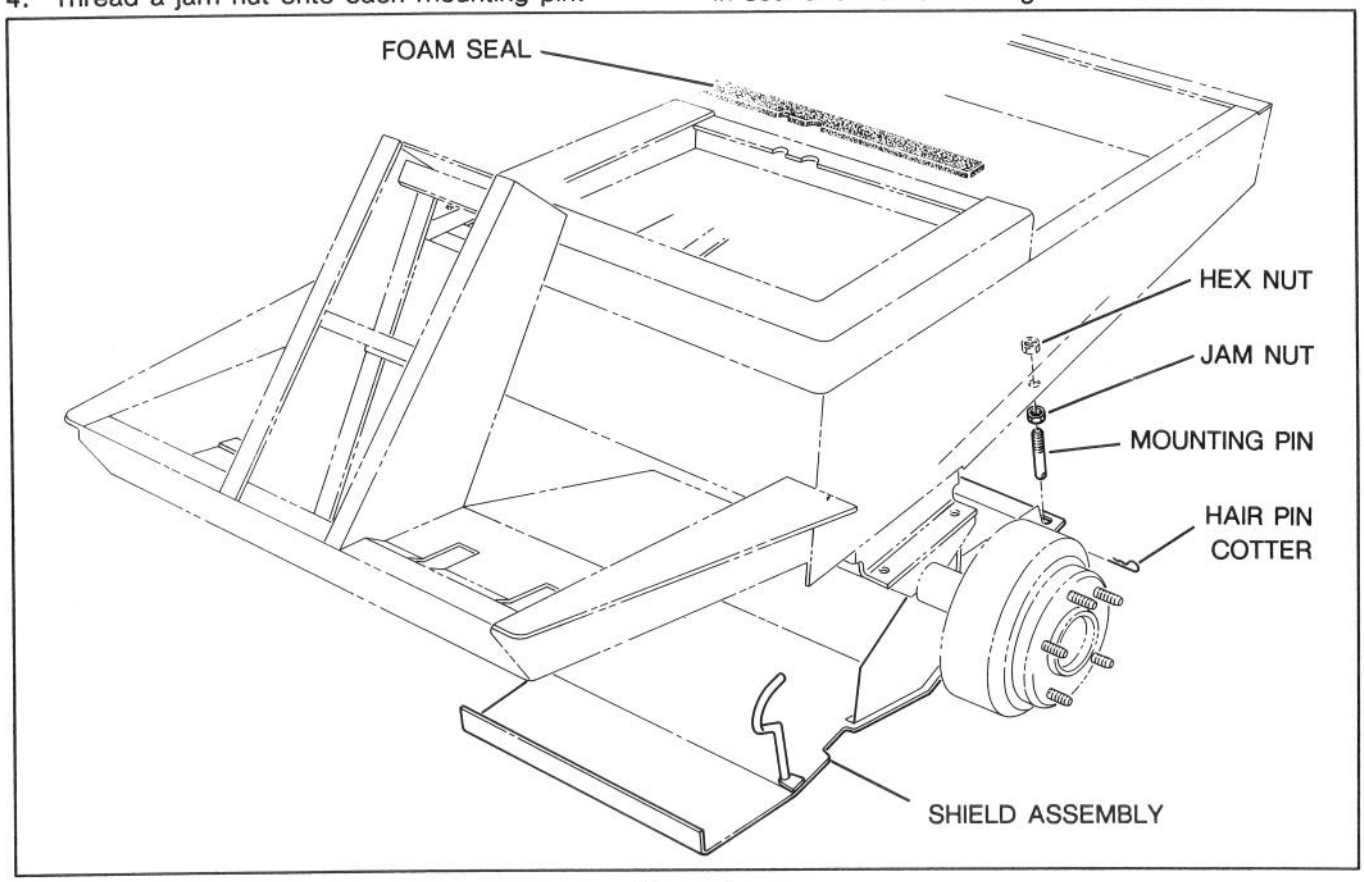

Figure 1
5. Using holes previously drilled, secure a mounting pin to each frame channel with a hex nut as shown in fig.1. Adjust jam nuts so shield fits snugly against frame channels.